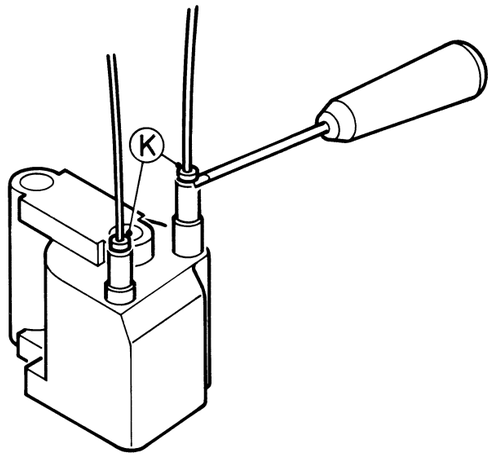

Fig. II-3 28 768 A12.
4. Das Hochspannungs- und Fokussierspannungskabel am Zeilenausgangstransformator lässt sich trennen, nachdem mit einem Schraubenzieher oder Seitenschneider die Klemmbuchsen K angehoben worden sind (siehe Bild II-3).